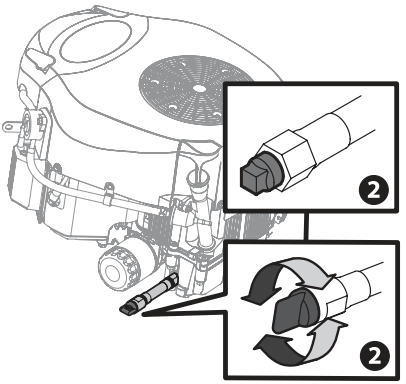

Fig. 36
NOTA: el motor está equipado con un tapón de plástico de rosca o un tapón metálico de cabeza cuadrada (inserciones de la Fig. 36).
4. Desenrosque la tapa del extremo de la manguera de drenaje de aceite para empezar a drenar el aceite (inserciones de la Fig. 36).